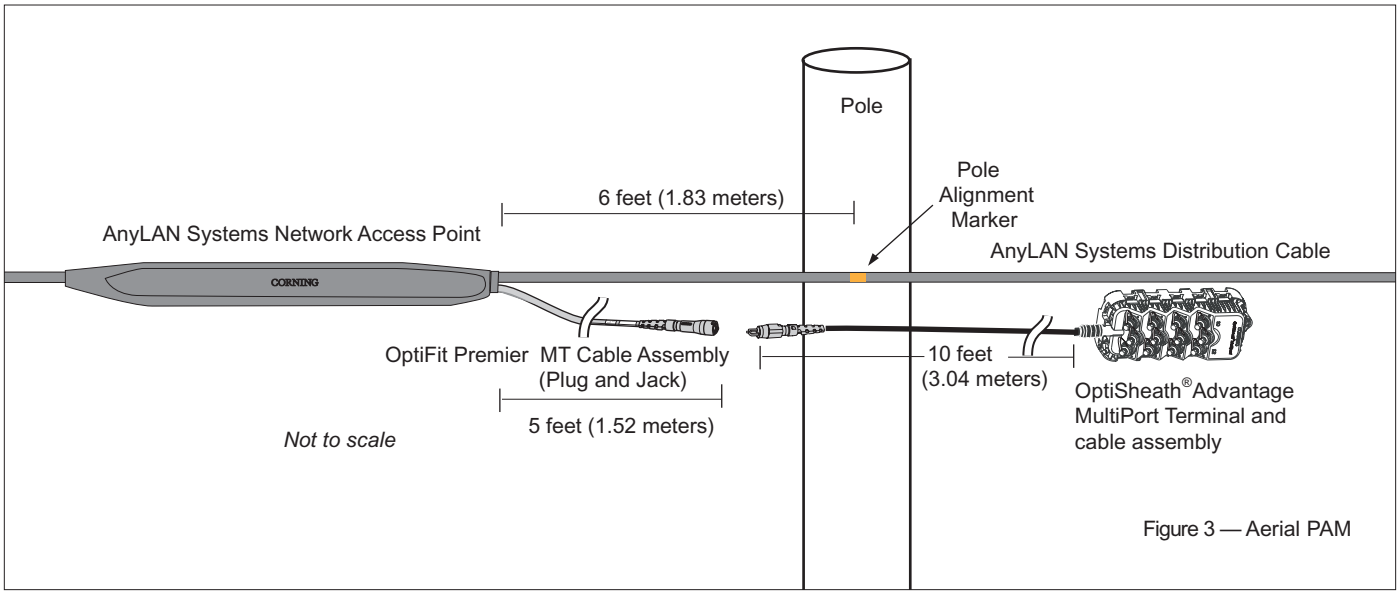

Figure 3 — Aerial PAM
3.2 Regardless of the installation type, there will be orange Pole Alignment Markers (PAMs) used for proper positioning of the Tether Access Point (TAP) tethers and the cable itself. When the PAMs are properly positioned and assuming the cable pull is towards the central office (CO) from the field side (FS), the TAP access point itself will hang 6 feet from the pole towards the CO side. This allows the 5-foot tether (aerial, no innerduct installation tether length) at each TAP to reach the pole for connection of the multiport terminal (Figure 3) .